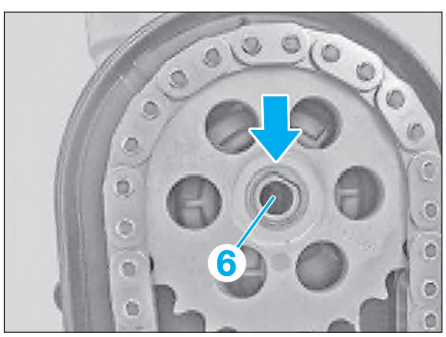

Fig. 29
• Contrôler la position de l'appui (5) du pignon de chaîne (6) par rapport à la pompe à huile **(Fig.29)**.